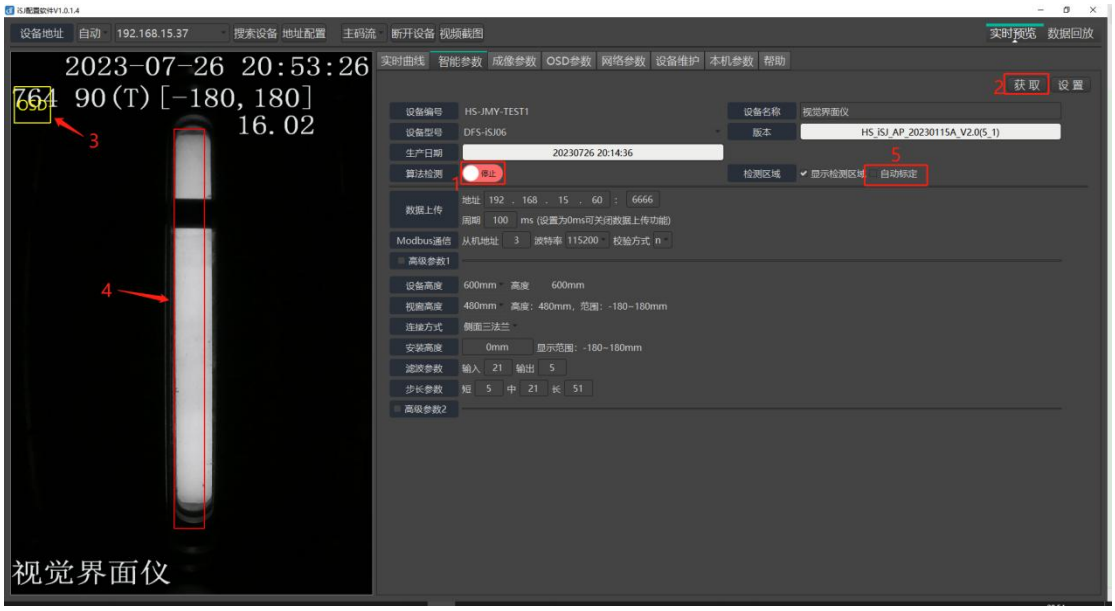

图 12 算法停止界面
3) 点击算法检测状态按钮至“停止”状态如图 12（1），后点击“设置”按钮如图 12（2），设置成功后进入算法停止界面如所示，此时在视频区会显示黄色“OSD”框如图 12（3）和红色方框如图 12（4），可以使用鼠标进行黄色“OSD”框和红色方框的位置和大小调整。
红色方框：算法检测区域位置，一般情况下通过勾选“自动标定”进行自动设置，如图 12（5）。